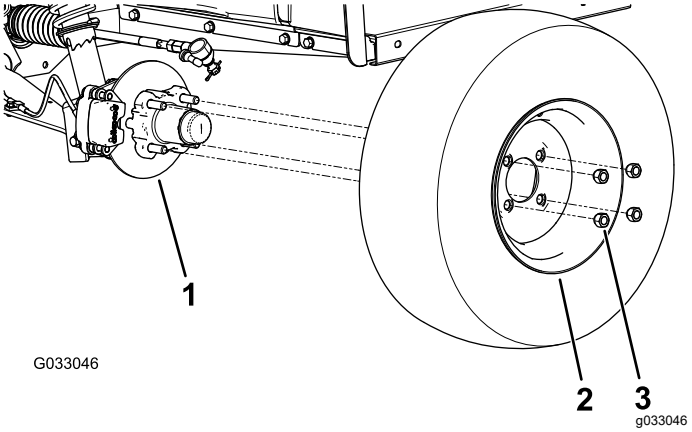

Figur 25
2. Fjern de 4 låsemøtrikker, der fastgør hjulet på navet (Figur 25).
4. Ret hullerne i hjulet ind efter hjultapperne i navet, og monter hjulet på navet med ventilspindlen siddende udvendigt (Figur 25).
5. Fastgør hjulet til navet ved hjælp af låsemøtrikkerne (Figur 25).